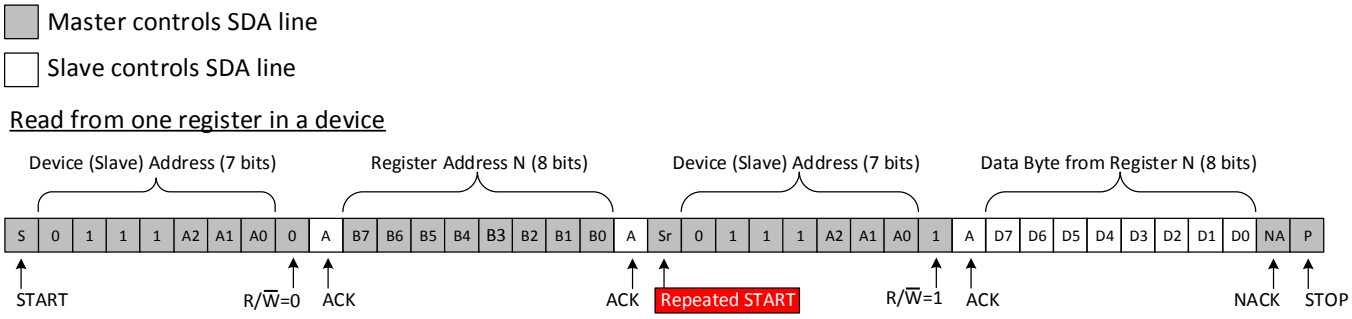

Figure 24. Read from Register
Figure 24 shows an example of reading a single byte from a slave register.
B. This figure eliminates the command byte transfer, a restart, and slave address call between the initial slave address call and actual data transfer from the P port (see Figure 24 for these details).